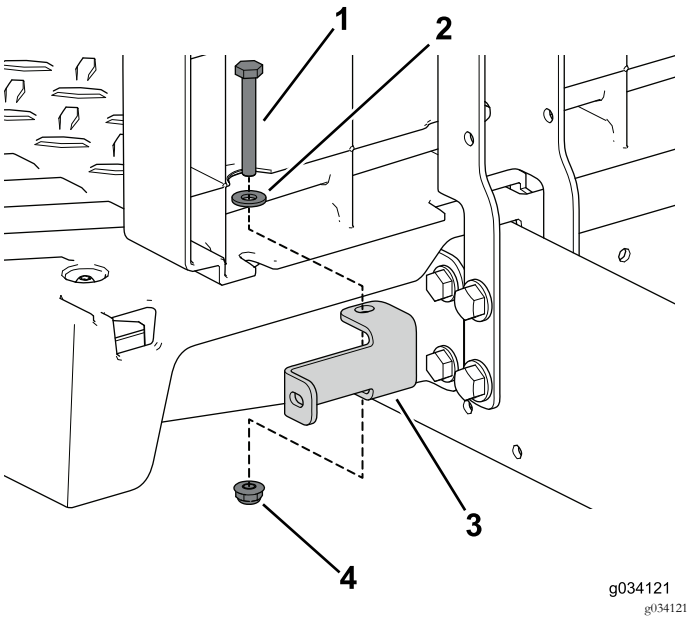

Figura 86
7. Utilice los 2 pernos (¼" x 2"), una arandela y una contratuerca para sujetar los soportes de panel izquierdo y derecho a la máquina (Figura 86).
8. Utilice los 4 tornillos autorroscantes para sujetar la cubierta del lado izquierdo al conjunto de asiento (Figura 86).